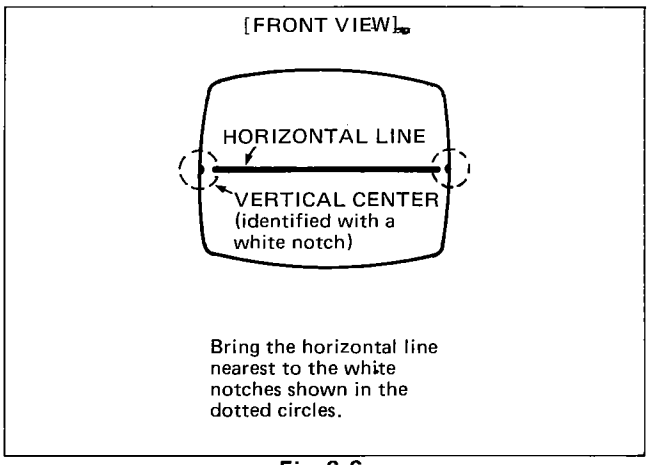

Fig. 6-6
2. Select the SET UP switch from normal to set up, and a horizontal line will appear (Fig. 6-6).